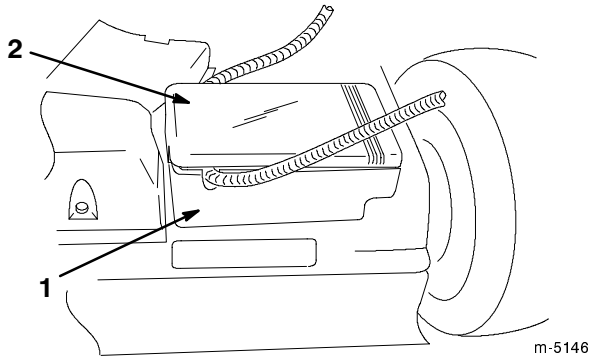

Bild 7
1. Entfernen Sie das Batteriehalteblech (Bild 7).